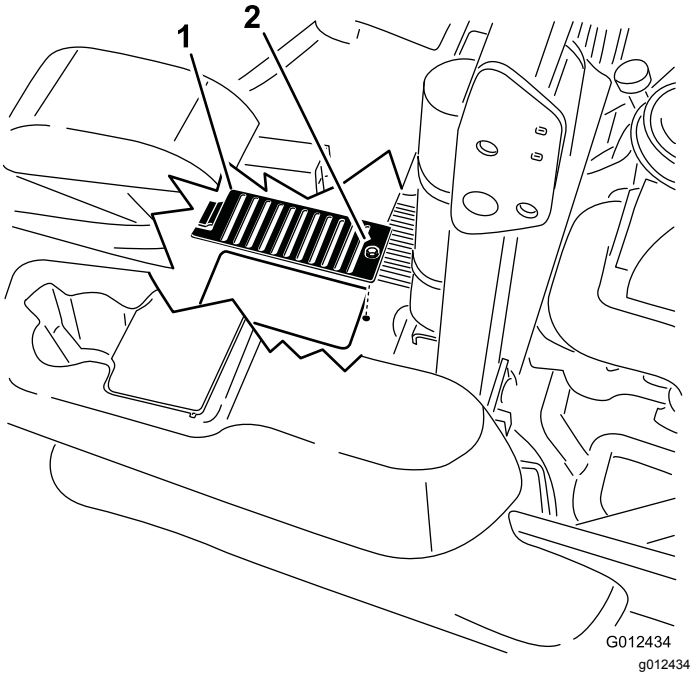

Figur 81
6. Fjern dækslet og bolten på dækslet over hver målepind. Rengør omkring hver målepind og hydraulikenhed (Figur 81).